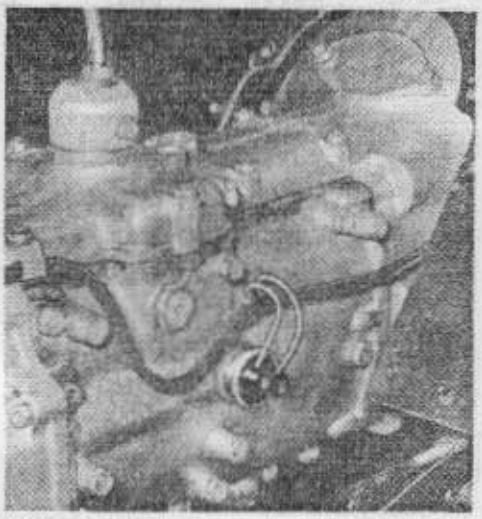

Fig. 4. Reverse Light Switch Wiring.
5. Connect the speedometer flexible drive to the gearbox, and the wiring to the reverse light switch, see Fig.4.